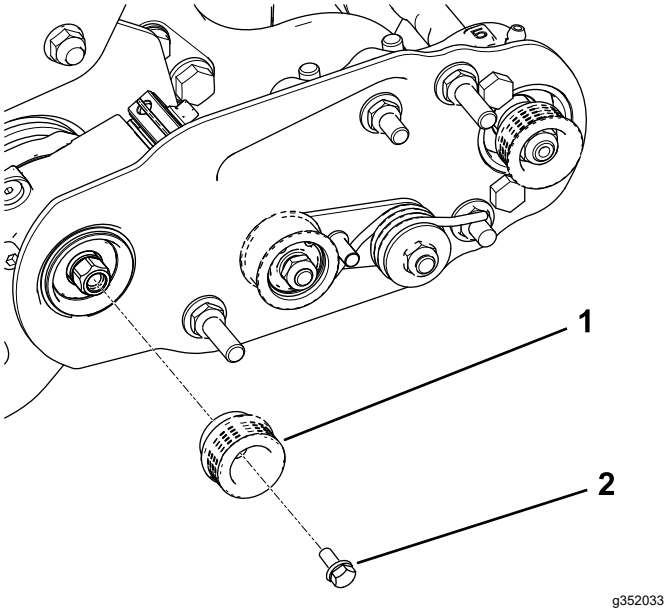

Figure 15
2. Montez la courroie d'entraînement sur l'arbre du groomer (Figure 15).
3. Appliquez du frein-filet bleu sur le boulon à embase et utilisez le boulon pour fixer la poulie à l'arbre d'entraînement ; voir Figure 15.